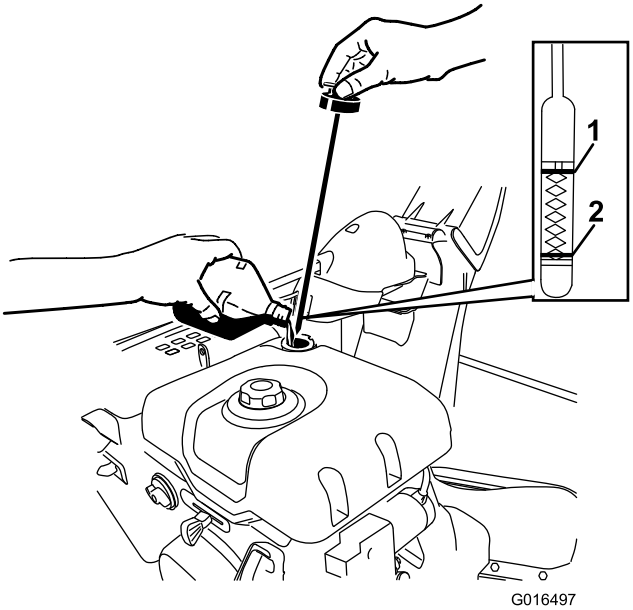

Figur 19
1. Ta ur oljestickan genom att rotera locket moturs och fyll **långsamt** på olja i påfyllningsröret så att nivån höjs till markeringen Full på stickan. **Fyll inte på för mycket.** (Figur 19).